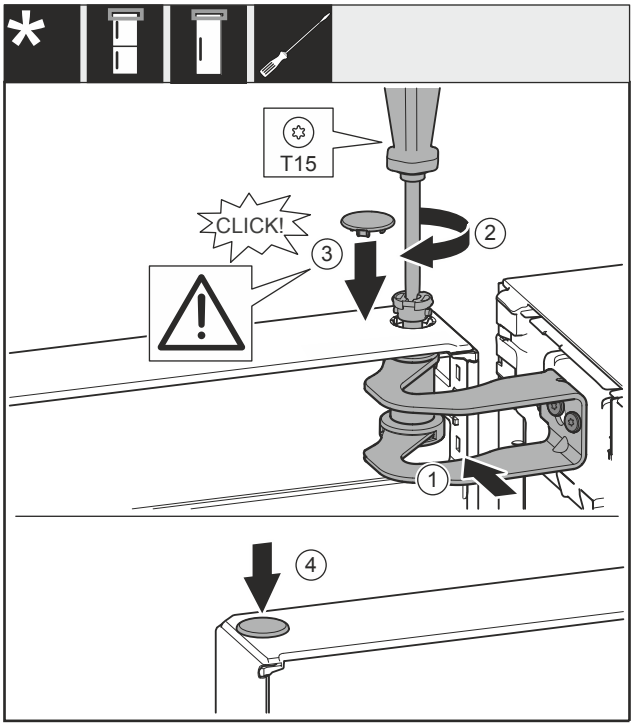

Fig. 59
- ▶ Aliniați ușa cu deschizătura din suportul de lagăr *Fig. 59 (1)*.
- ▶ Introduceți bolțul *Fig. 59 (2)* și înșurubați-l ferm cu șurubelnița.
▶ Montați capacul *Fig. 59 (3)*.
▶ Controlați să fie capacul *Fig. 59 (3)* așezat pe ușă.
▶ Montați capacul *Fig. 59 (4)*.